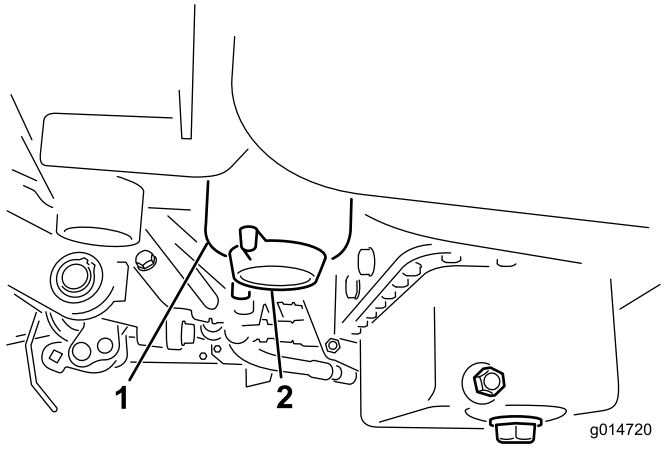

Figur 45
2. Rengör området där filterskålen ska monteras (Figur 45).
4. Öppna filtrets avtappningsplugg (Figur 45).